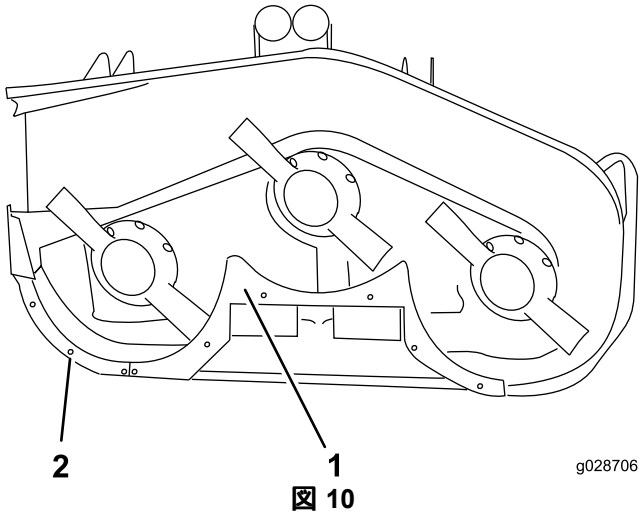

図 10
8. 後シェルフをデッキに位置決めする 図 10。
10. 後シェルフをデッキに取りつけるキャップスクリュ 3/8-16 x 1 インチ 4本とロックナット4個を使用する 図 10。
12. バッフルをデッキのエッジに取りつけるキャップスクリュ 1/4-20 x 3/4 インチ 2本とロックナット2個を使用する 図 10。
13. 右シェルフを中央バッフルとデッキのエッジに合わせる 図 10。